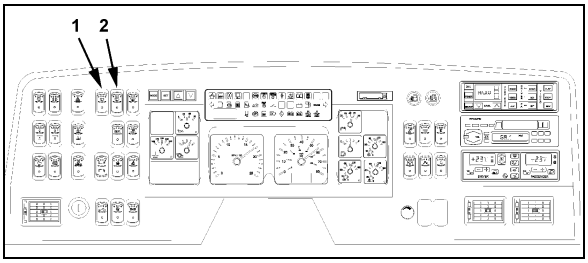

FIGURE 30: DASHBOARD
Depress the upper windshield wiper switch located on the dashboard L.H. side to the first position for intermittent wiping, and to the second position for continuous wiping (item 1, fig. 30).
5. Install the right wiper arm in its normal position (in the middle of the windshield (Fig. 30)). Refer to paragraph ‘’9.2.1 Sweep Adjustment’’.
3. Install the left wiper arm in its normal position (in the middle of the windshield (Fig. 30)). Refer to paragraph ‘’9.2.1 Sweep Adjustment’’.